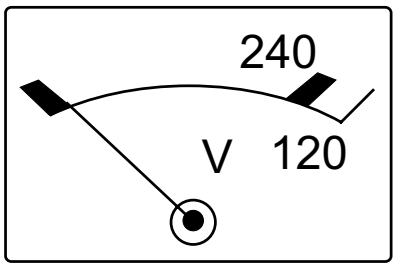

Figure 47. AC Voltmeter (Zero Volts)
8. Verify that the AC voltmeter (Figure 47) on the generator reads zero volts.